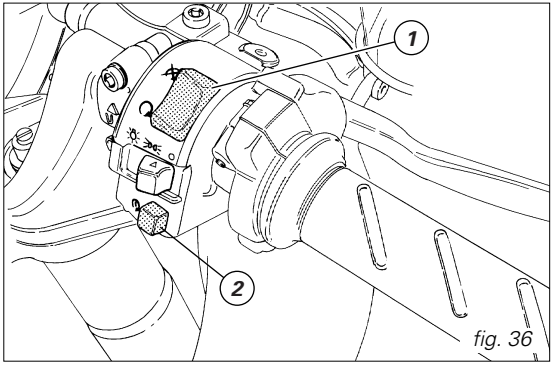

fig. 36
*3) Check that the stop switch (1, fig. 36) is positioned to ∩ (**RUN**), then press the starter button (2).*